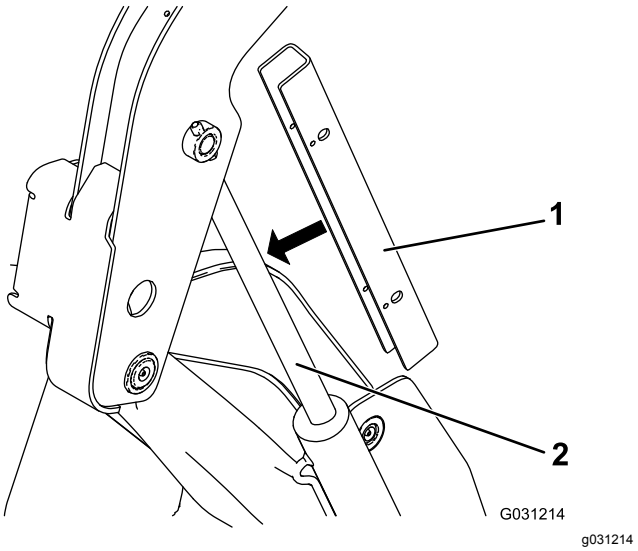

**Rysunek 38**
5. Nałóż blokadę siłownika na tłoczysko siłownika podnoszenia (Rysunek 38).